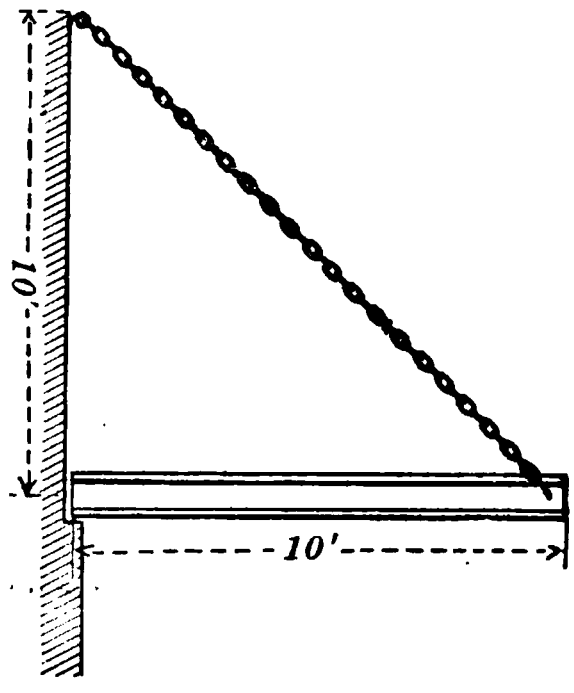

Fig. 163. Girder supported from a wall.
5. One end of a horizontal steel girder 10 feet long rests on a ledge in the wall, and the other end is supported by a chain arranged as shown in figure 163. Assuming that the girder weighs 40 pounds per foot, find the tension in the chain.